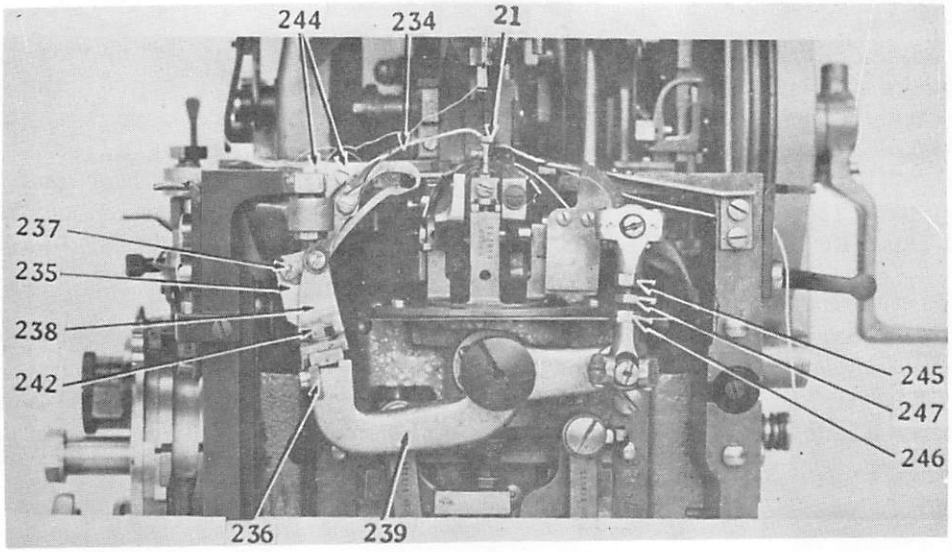
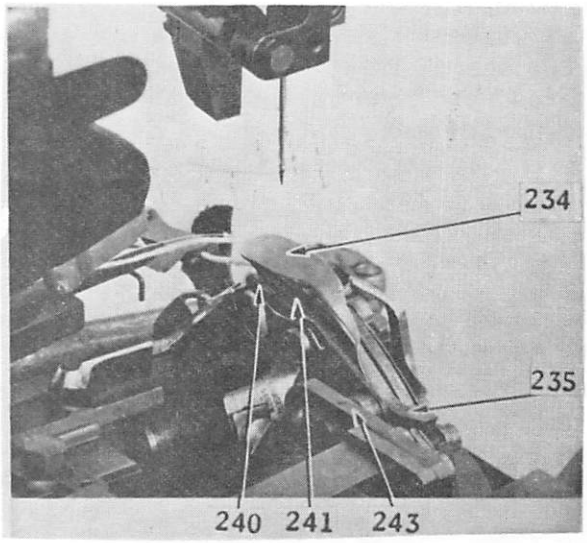

Fig. 44 Adjustments on Under Thread and Cord Trimming Mechanism
Fig. 45 Showing Under Thread and Cord Trimmer
(See Fig. 44)
The movable cutting blade (240, Fig. 45) and the stationary cutting blade (241, Fig. 45) should be set longitudinally to trim close to the end of sewing. These cutting blades are mounted on the cutting blade bracket (235, Fig. 45) and are adjustable longitudinally to the extent that the rear edge of the cutting blade guard (234, Fig. 45) does not lie beyond the rear edge of the opening in the work clamp plate and in its adjustment to the front of the machine, the stationary cutting blade (241) does not strike the throat plate (21, Fig. 44).
Place machine with cutting blades in cutting position and slide the cutting blade bracket (235) in or out, as required, and securely tighten screw (242, Fig. 44). This foregoing adjustment may be made at will if cutting blade cam (243, Fig. 45) remains at its basic setting as made at the factory. Should this setting be disturbed, adjust the cutting blades to longest trimming position and then ascertain that the stud in the heel of the movable cutting blade projects no more nor less than the full depth through the slot of the cutting blade cam (243).
To set the height of trimmer. The cutting blades and cutting blade guard (234) are so arranged that they swing on the same hinge screw. The proper setting for this unit is, when the trimmer is advanced to sever the threads and cord, the forward end of the cutting blade guard (234) must have an equal clearance over the top of the throat plate (21), and under the lower surface of the work clamp plate covers that are mounted on the work clamp plates. This setting can be obtained by adjusting the screw (237, Fig. 44), raise or lower point of stationary cutting blade and cutting blade guard (234) as required and securely refasten screw (237). This same adjustment must be followed when replacing the stationary cutting blade (241).
The thread and cord cutting blades should be adjusted so that when they close, the cutting edges fully pass each other to ensure severing the threads and cord. To make this adjustment, loosen the two screws (244, Fig. 44) which fasten the cutting blade cam (243) and swing cam downward to cause the cutting blades to close more, or upward to close less, then securely tighten two screws (244).
To adjust the trimmer to move further forward across the path of the threads and cord, loosen the two nuts (245 and 246, Fig. 44) and turn the adjusting screw (247, Fig. 44) to the right. To adjust the trimmer to move further backward away from the path of the threads and cord, turn the adjusting screw (247) to the left. Care must be taken to see that the thread cutting blades are not thrown so far forward as to cause the stud in the heel of movable blade to strike the end of the slot in the cutting blade cam (243). Then securely tighten the two nuts (245 and 246).